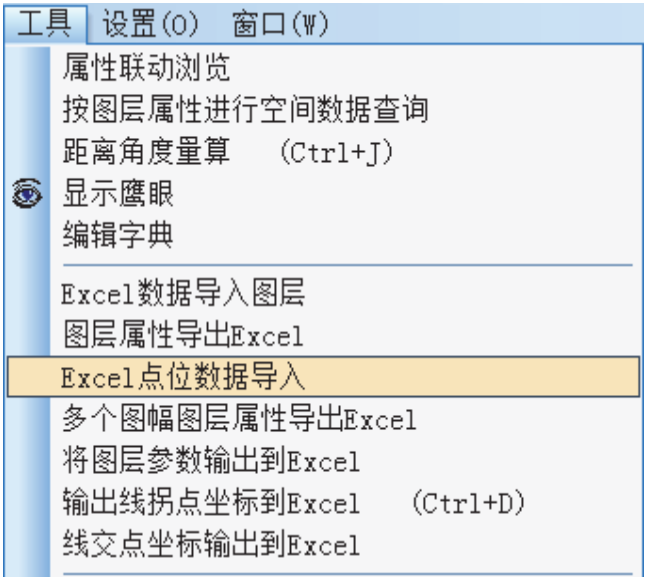

图 4-22
2. 选择菜单“工具”→“Excel 点位数据导入”（见图 4-22）；